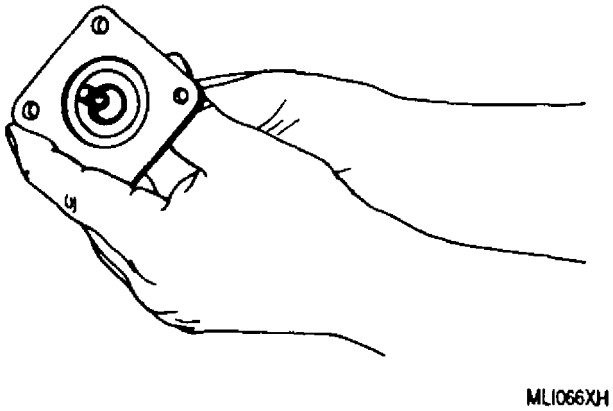

Figure 13. Installing the Speed Sensitive Valve Shaftgear and Bearing into the Bearing Cage
d. Inspect outside diameter of oil seal (44), clean off rough or sharp spots with crocus cloth as required and then lubricate the outside diameter with MIL−PRF−23699 lubricating oil. Install oil seal in bearing cage (43) with 23002984 drift.
e. Insert speed sensitive valve shaftgear (45) and bearings (46) in bearing cage (43). Use 6796588 expander to expand oil seal for insertion of shaft. Insert internal retaining ring (55) in bearing cage. Face beveled side away from bearing (figure 13).